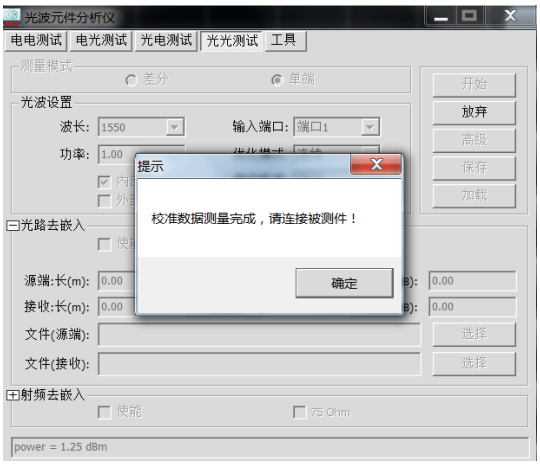

图 4.31　光光测试-校准完成界面
13) 光源稳定后（光模块硬件参数设置等待），弹出如图 4.29 所示对话框，按照提示用标准光纤跳线连接光输出端口与光输入端口 1，点击确定，进行光路校准，校准完成后，弹出“是否保存 EO 模块数据”对话框（图 4.30），实现对 EO 转换模块校准数据的保存或取消保存，完成后，弹出图 4.31，完成光路校准;